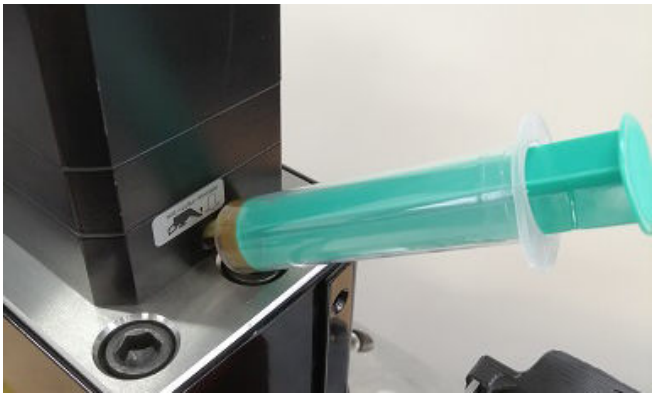

Figure 135: Lubrication of the servo drive through the threaded hole
3. It has to be guaranteed that the grease gets onto the ball screw. Therefore inject the grease into the threaded hole using a tube or a syringe (see Fig. 135).